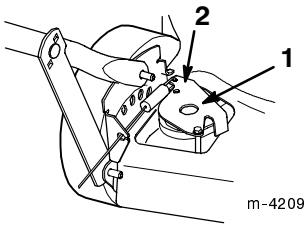

**Figure 25**
3. Push the drive bracket down until it contacts the lawn mower, then hold it in place (Fig. 25).